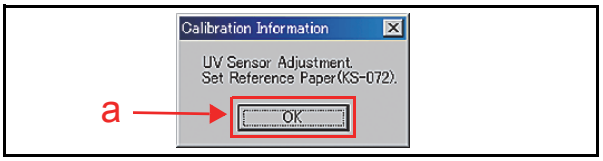

Figure 6-43 Calibration Information Screen 3
Once the four (4) Sensors Calibration Procedures are complete, the "**Calibration Information**" Screen shown in Figure 6-43 will re-appear.
15. Mouse-click on the "OK" Screen Button (See Figure 6-43 a) to begin the following two (2) UV Sensor Calibration Procedures: